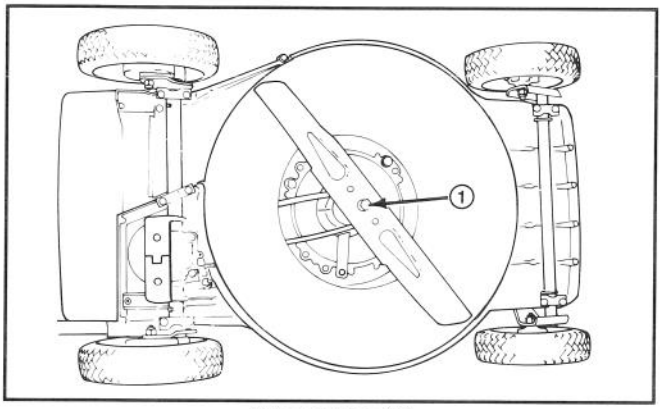

Afbeelding 23
3. Leg de maaier op zijn linker zijde (Afb. 23). Zorg dat het mes niet draait aangezien dit tot problemen bij het starten kan leiden.
5. VERWIJDEREN VAN HET MES—Pak het mesuiteinde met een doek of dikke gewatteerde handschoen. Verwijder messchroef, ring en mes (Afb. 23 & 25).